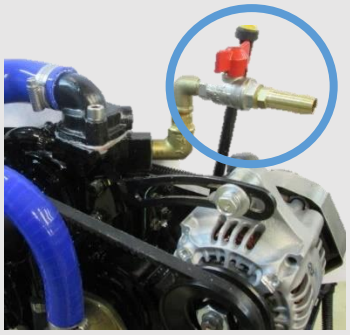

Figure 14: Position of Calorifiers
- The calorifiers are positioned as per (**Figure 14**)